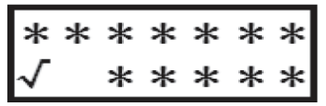
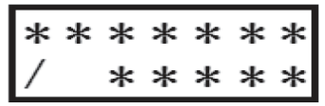

图 32
图 33
12.7 退出菜单，可以观察到当前特性函数已被改为线性平方根，显示器显示如图 32 所示；特性函数为线性时，显示器显示如图 33 所示。